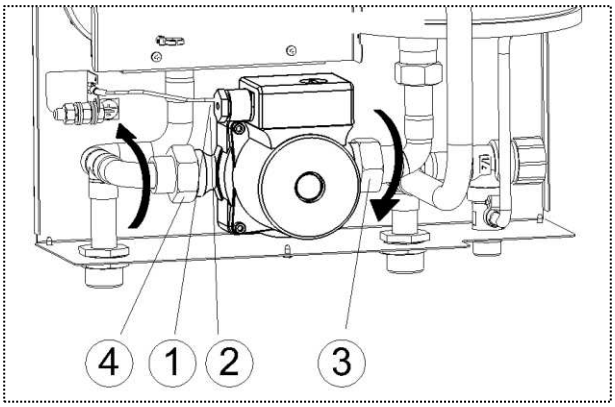

Рисунок 10. Замена насоса
3) Раскрутите резьбовое соединение трубопровода подачи к теплообменнику (см. рис. 10).